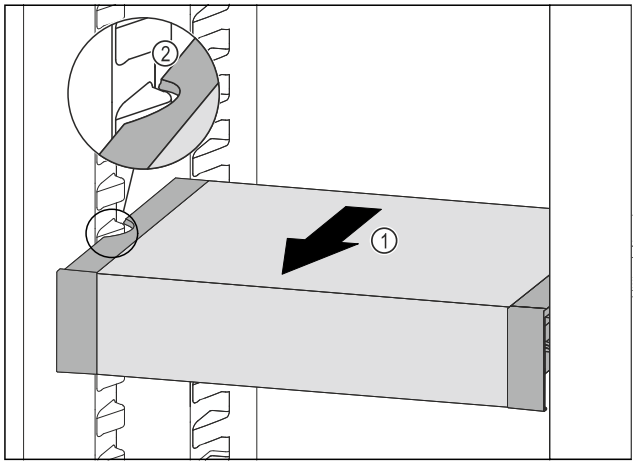

*Fig. 133*
▶ Táhněte VarioSafe dopředu *Fig. 133 (1)*, dokud nebudou boční vybrání VarioSafe na úrovni žebrování na nádoby v chladničce. *Fig. 133 (2)*